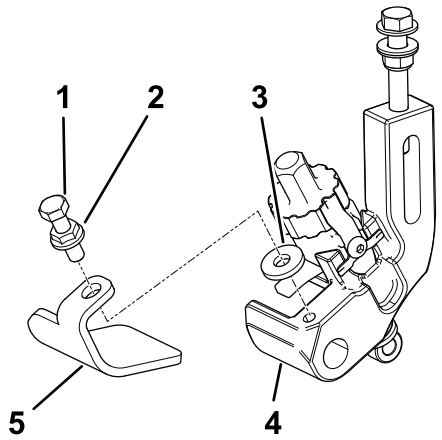

Figura 2
3. Sul lato destro dell'apparato di taglio, utilizzate la vite a testa cilindrica, il dado flangiato e la rondella per individuare il pattino sinistro sul gruppo staffa dell'altezza di taglio di destra (Figura 2).